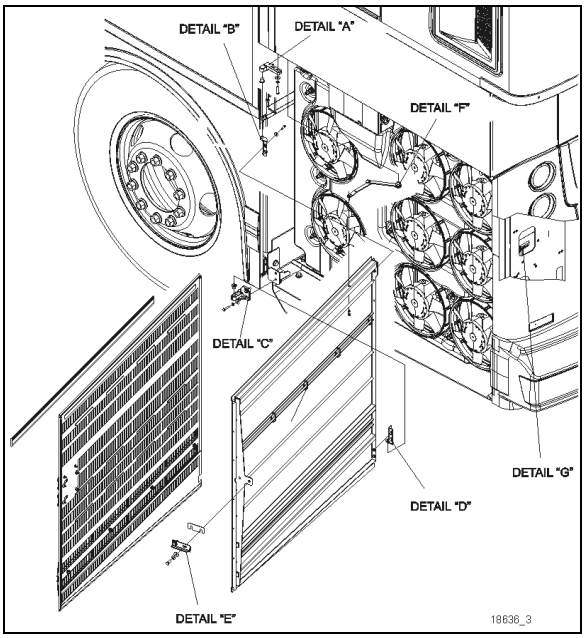

FIGURE 140: RADIATOR DOOR
To adjust the latch mechanism (details “E” and “G”, Figure 140) and the striker pin:
5. Open the door and slightly loosen the latch tab (detail “E”, Figure 140).